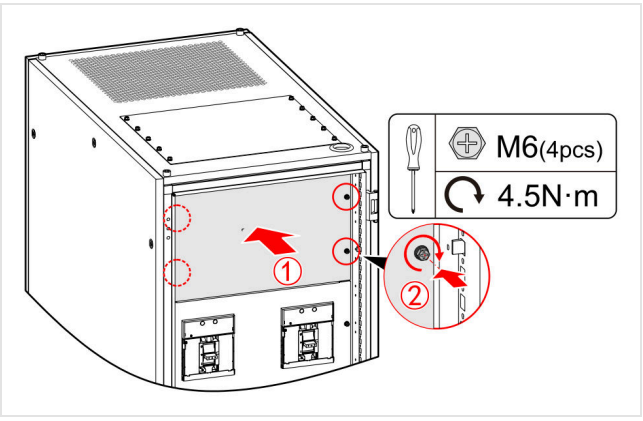

FIGURE 4-65 Refit the upper cover plate (M6 × 4, 40 lb-in / 4.5 N·m)
4. Refit the upper cover plate (M6, 40 lb-in / 4.5 N·m) (Figure 4-65).